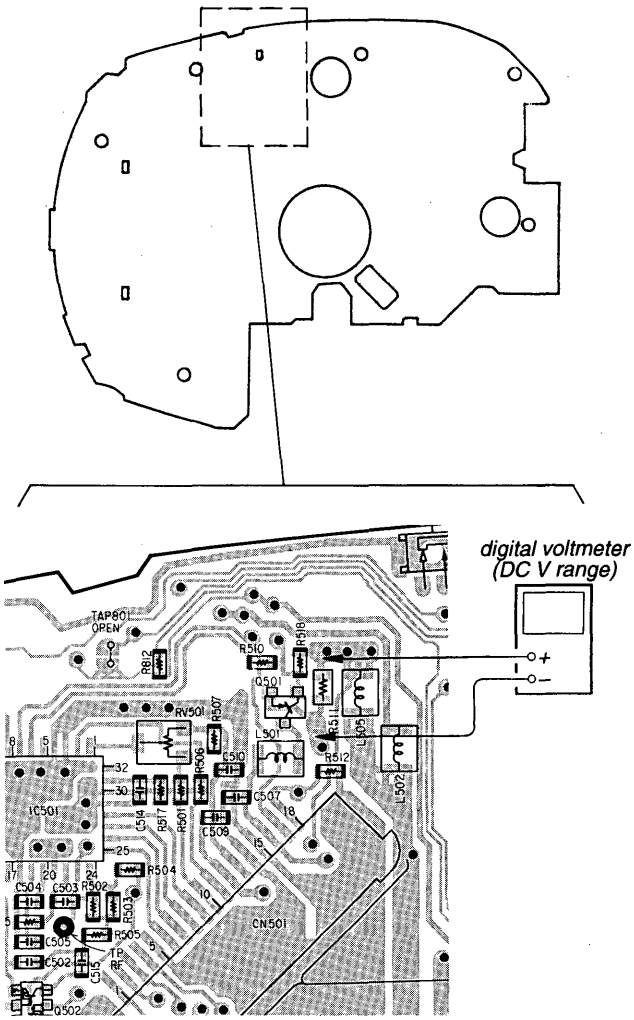

Fig. 2 Digital voltmeter connecting location
3. Connect a digital voltmeter as shown in Fig. 2.